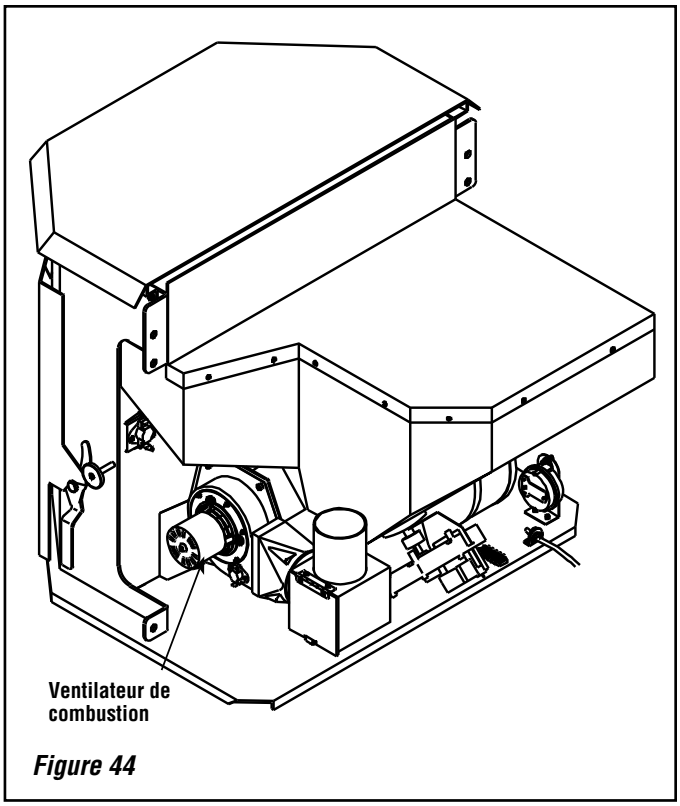

Figure 44
2. Localiser le détecteur sur le ventilateur de combustion (voir ***figure 44***).